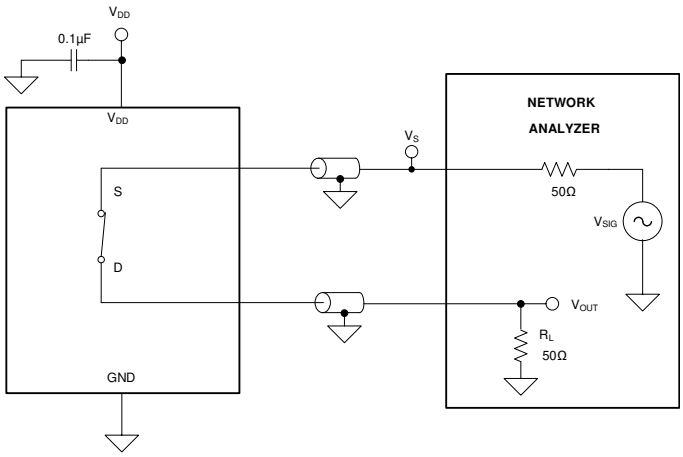

Figure 7-7. Bandwidth Measurement Setup
Bandwidth is defined as the range of frequencies that are attenuated by less than 3dB when the input is applied to the source pin (S) of an on-channel, and the output is measured at the drain pin (D) of the device. The characteristic impedance, Z_0, for the measurement is 50Ω. Figure 7-7 shows the setup used to measure bandwidth.